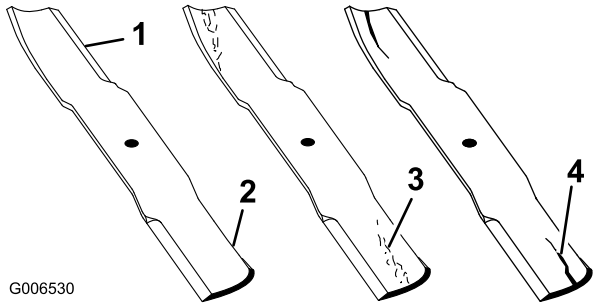

Figur 51
1. Efterse skærekanterne (Figur 51). Hvis kanterne ikke er skarpe eller har hakker, skal knivene afmonteres og slibes. Se afsnittet Slibning af knivene.
2. Efterse knivene, især det buede område (Figur 51). Hvis kniven er beskadiget eller slidt, eller hvis der er antydning af en revne i dette område (nr. 3 på Figur 51), skal du straks montere en ny kniv.